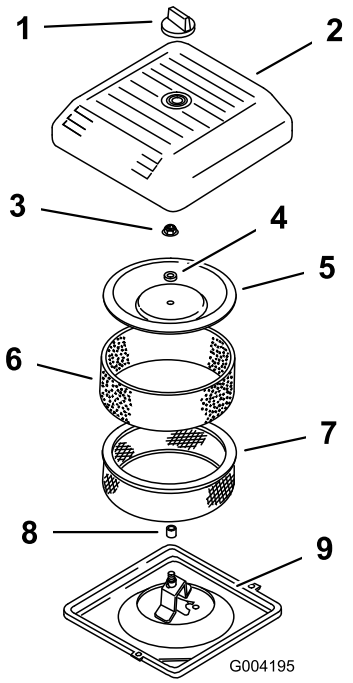

**Figur 14**
2. Skru knappen af, og fjern luftfilterdækslet (Figur 14).
3. Skub forsigtigt skumforfilteret ud af papirindsatsen (Figur 14).
4. Skru dækselmøtrikken af og fjern dækslet, afstandsbøsningen og papirfilteret (Figur 14).
2. Placer luftfilteret på luftfilterfoden (Figur 14).
3. Monter dækslet og afstandsklodsen og fastgør det med dækselmøtrikken (Figur 14). Tilspænd møtrikken til 10,7 Nm.
4. Monter luftfilterdækslet, og fastgør det med knappen (Figur 14).